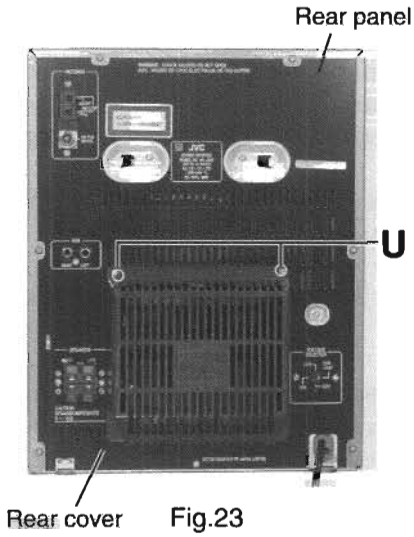

Fig.23
■Removing the rear cover / rear panel (See Fig.23 to 26)